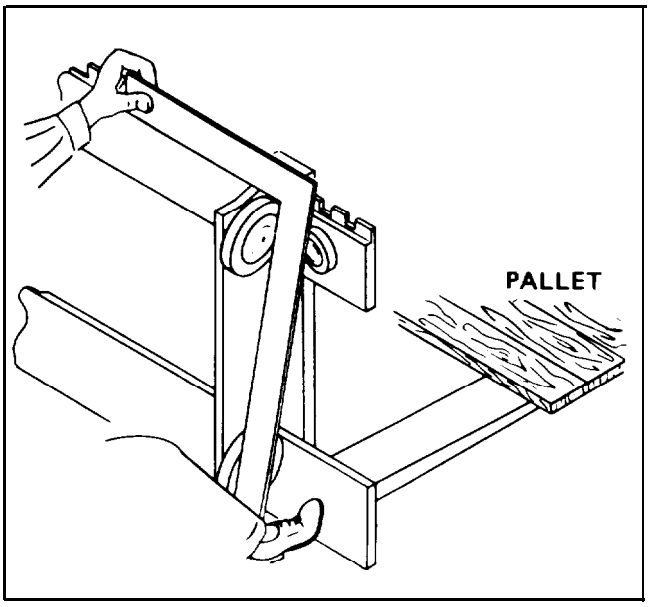

Figure 4-92. Checking Rollers for Squareness
a. Check for an out-of-square condition by placing a carpenter's square over the rollers and upper fork bar as shown in figure 4-92. Hold the